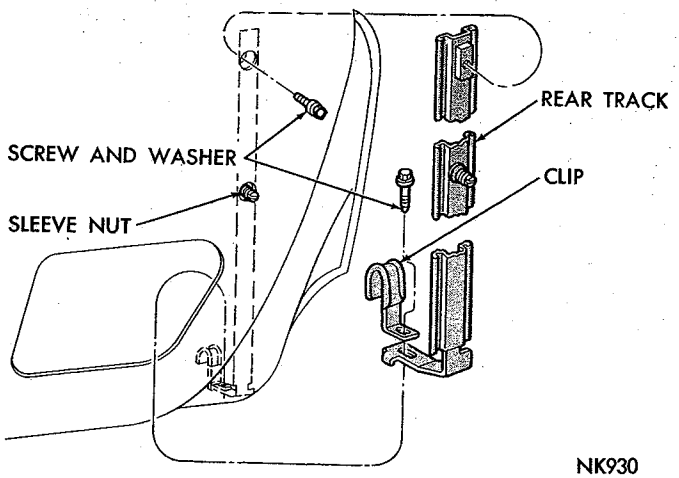

**Fig. 109—Rear Door Glass Rear Track**
(1) Remove door glass assembly.
(2) Remove screw and washer assembly attaching lower part of the track to the door. Remove the door lock wiring clip if used (Fig. 109).
(3) Remove adjusting sleeve nut from the stud at center of track.
(4) Remove screw and washer assembly attaching track to belt reinforcement.
(1) Insert track assembly into door through large access opening in door inner panel (Fig. 109).
(2) Align upper attaching screw hole in track with attaching hole in belt line and hole in lower track support with bottom while inserting stud on center of track through hole in door inner panel.
(3) Install screw and washer assembly at top finger tight only.
(4) Install screw and washer assembly, and wiring clip if used, to bottom support finger tight only.
(5) Install sleeve adjusting nut on track stud.
(6) Install and adjust door glass.